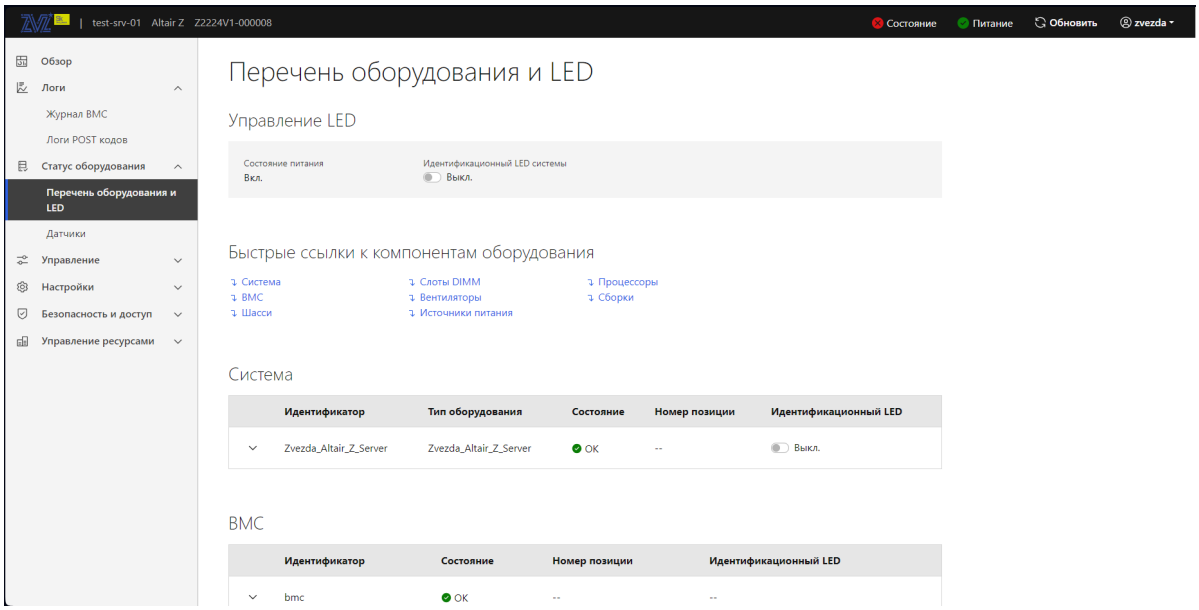

Рис. 78. Окно «Перечень оборудования и LED»
4) Пройдите во вкладку «Статус оборудования» → «Перечень оборудования и LED» в данной вкладке отображается перечень и статус оборудования. В поле «Управление LED» отображается состояние питания, переведите переключатель «Идентификационный LED системы» в активное положение для включения светодиода индикации сервера. В поле «Быстрые ссылки к компонентам оборудования» приведен список быстрых ссылок к компонентам сервера и их состоянию. В поле «Система» отображается тип оборудования и его состояние. В поле «BMC» отображается состояние BMC. Окно показано на рис. 78 Окно «Перечень оборудования и LED»